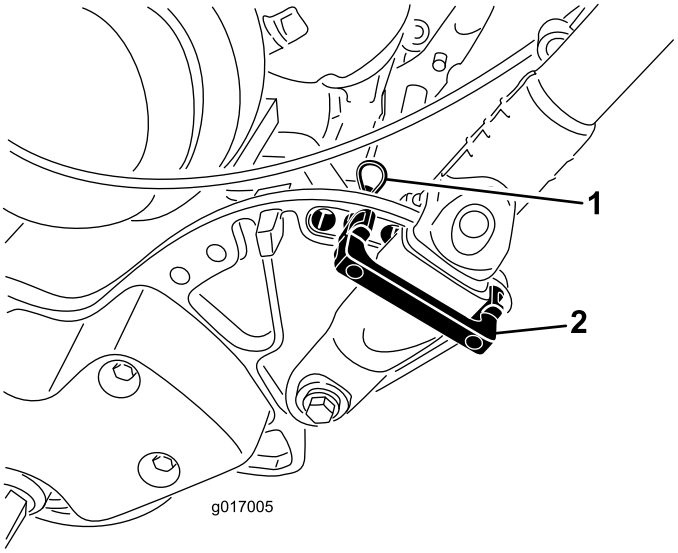

Figur 24
1. Fjern hårnålssplintene fra håndtaksholderne på hver side av gressklipperen (Figur 24).
2. Mens du støtter opp håndtaket, fjerner du hårnålssplintene fra hver side og svinger håndtaket til ønsket driftsstilling (Figur 24).